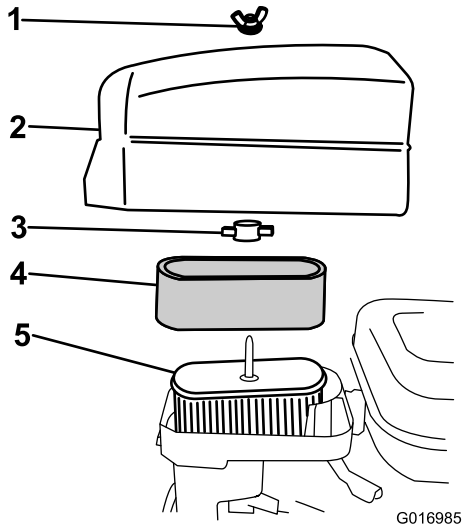

Figur 25
4. Om skumplastinsatsen är smutsig ska du ta bort den från pappersinsatsen (Figur 25) och rengöra den noga på följande vis: